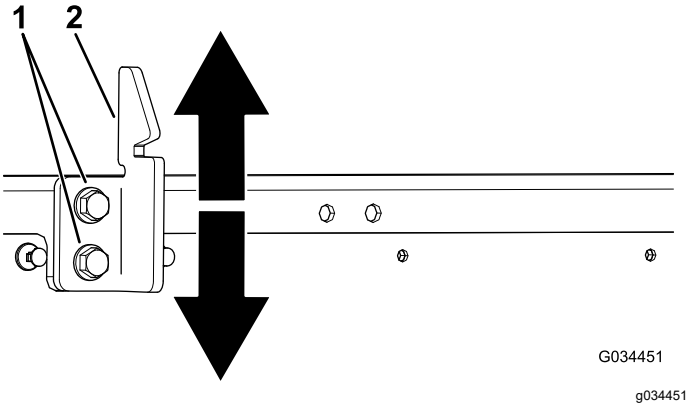

Figura 56
3. Desaperte os dois parafusos na régua do trinco da plataforma e mova a régua para cima ou para baixo, dependendo se a régua está muito alta ou muito baixa (Figura 56).
4. Aperte os dois parafusos na régua do trinco da plataforma (Figura 56).